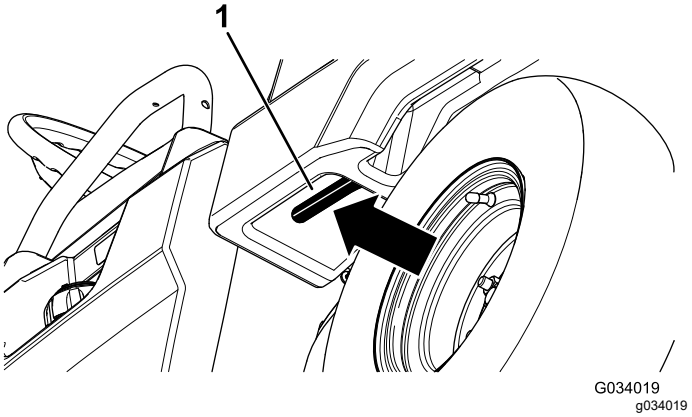

Figur 11
1. Dra spaken på lastflakets vänstra insida mot dig och höj upp lastflaket (Figur 11).
1. Höj upp lastflaket något genom att lyfta upp låsspärren (Figur 11).